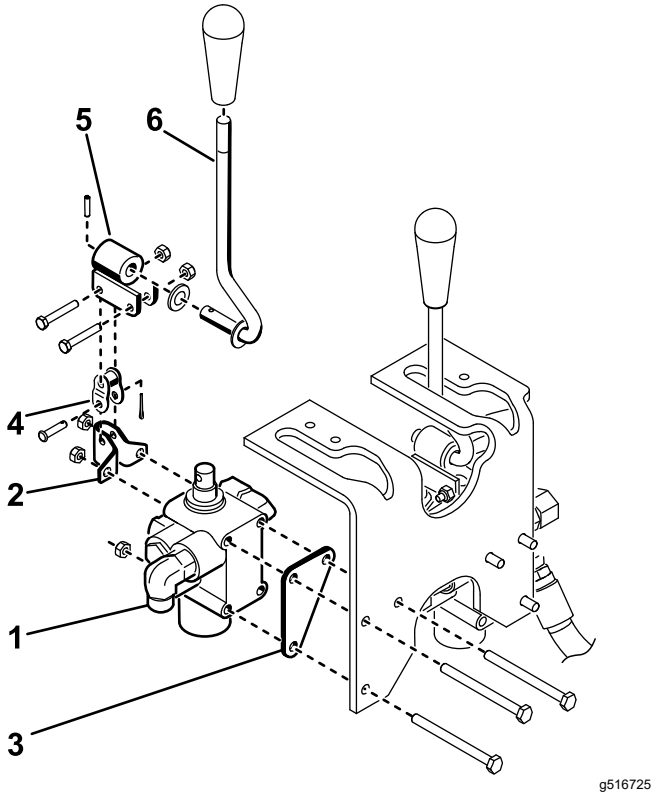

Rysunek 8
(¼ x 3 cale) i 3 nakrętek zabezpieczających (Rysunek 8). Przy montażu ustaw płytę zaworu względem przodu ramy i dokręć elementy mocujące z momentem od 10 do 12 N·m.
3. Luźno zamontuj zespół dźwigni przegubowej do wrzeciona zaworu oraz do łącznika odsadzonego za pomocą 2 śrub (nr 10 x 1¼ cala) i 2 nakrętek zabezpieczających (Rysunek 8).